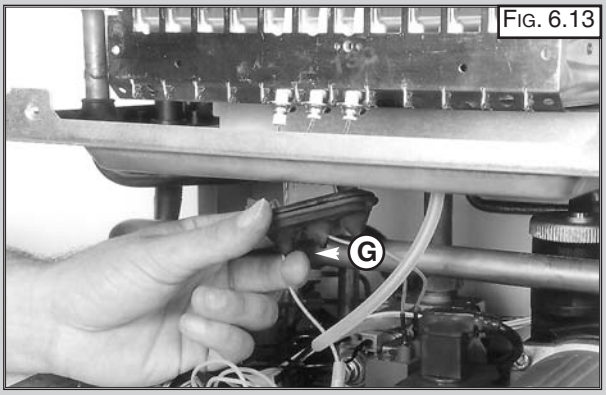

Fig. 6.13
1. Remove rubber gasket “G” (Fig. 6.13);